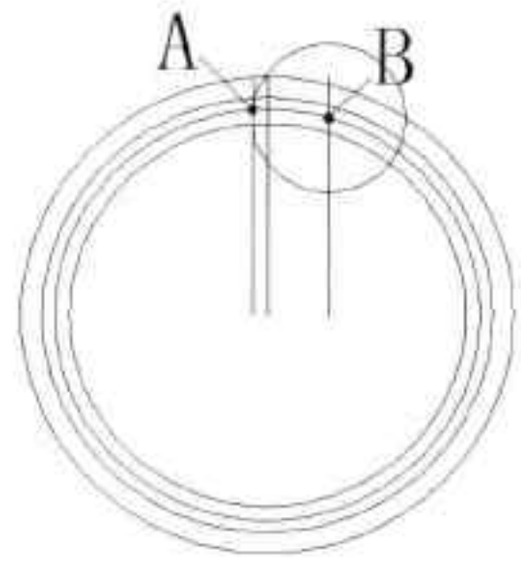

图12-43 绘制辅助圆
Step06 执行“圆”命令，将 B 点指定为圆心点，然后捕捉 A 点，完成辅助圆的绘制，如图 12-43 所示。